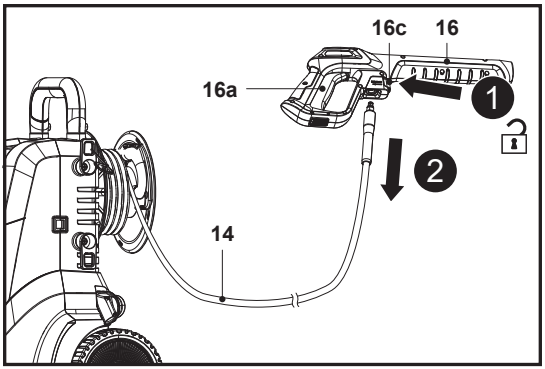

Fig. 8
3. Pour déconnecter le tuyau haute pression (14) du pistolet de pulvérisation (16), enfoncer le levier de déblocage rapide (16c) en direction du tuyau haute pression (14) et le maintenir, puis détacher le tuyau haute pression (14) (Fig. 8, étapes 1 et 2).